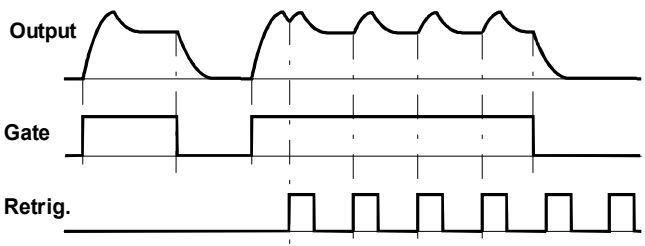

Fig. 2: Envelope re-triggering
❻ Retrig.
Socket ❻ is the VCADSR's **retrigger input.** This is where you patch in a voltage to re-trigger the envelope. If, for instance, you patch an LFO in, then *while the gate is open,* the envelope is re-triggered every time an LFO pulse is received (see Fig. 2).